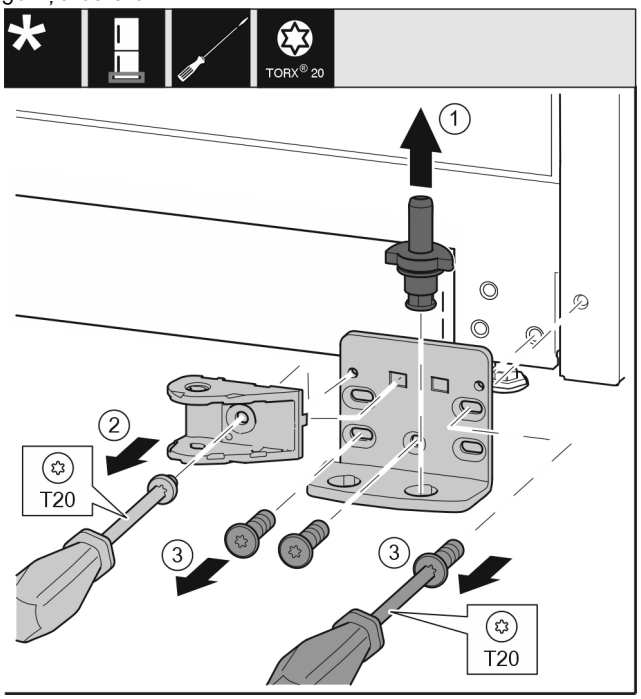

Fig. 45 *
▶ Pilnīgi izvelciet ārā uz augšu gultņa tapu *Fig. 45 (1)*.*
▶ Ar skrūvgriezi izskrūvējiet skrūvi *Fig. 45 (2)* un noņemiet durvju amortizatora savienojumu.*
▶ Ar skrūvgriezi izskrūvējiet skrūves *Fig. 45 (3)* un noņemiet gultņa balstu.*